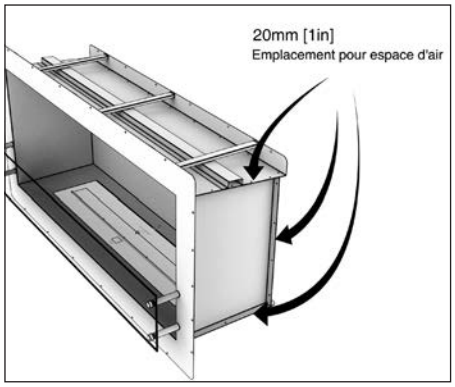

Fig.3
- Incorporer des espaceurs de 20mm de tous les côtés afin d'empêcher que l'appareil ne repose directement sur des matériaux combustibles et prévoir un vide d'air autour du foyer pour l'isolation. *(Fig. 3)*